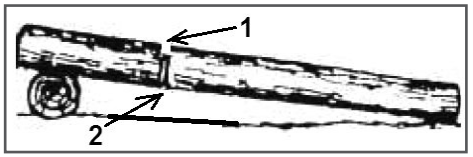

Рис. 16 Пропилы при раскряжевке дерева на одной опоре
2. Бревно лежит на одной опоре (Рис. 16). Разгрузочный пропил (1) на 1/3 бревна делается сверху. Основной пропил (2) делается снизу навстречу разгрузочному пропилу.